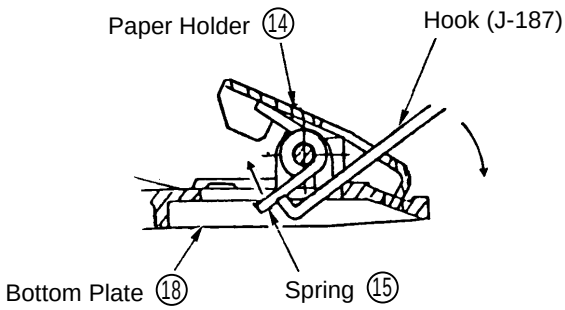

Fig. 9
D. Finally, insert a J-187 Hook (special Repair Tool, Code No. 970968 through the Paper Holder ⑭ hole and into the elongated hole of the Bottom Plate ⑱. Then, as illustrated in Fig. 9, pry the projecting coil of the Spring ⑮ upward and over so that it hooks onto the projection provided on the Bottom Plate ⑱, and fixes the Spring ⑮ in position.